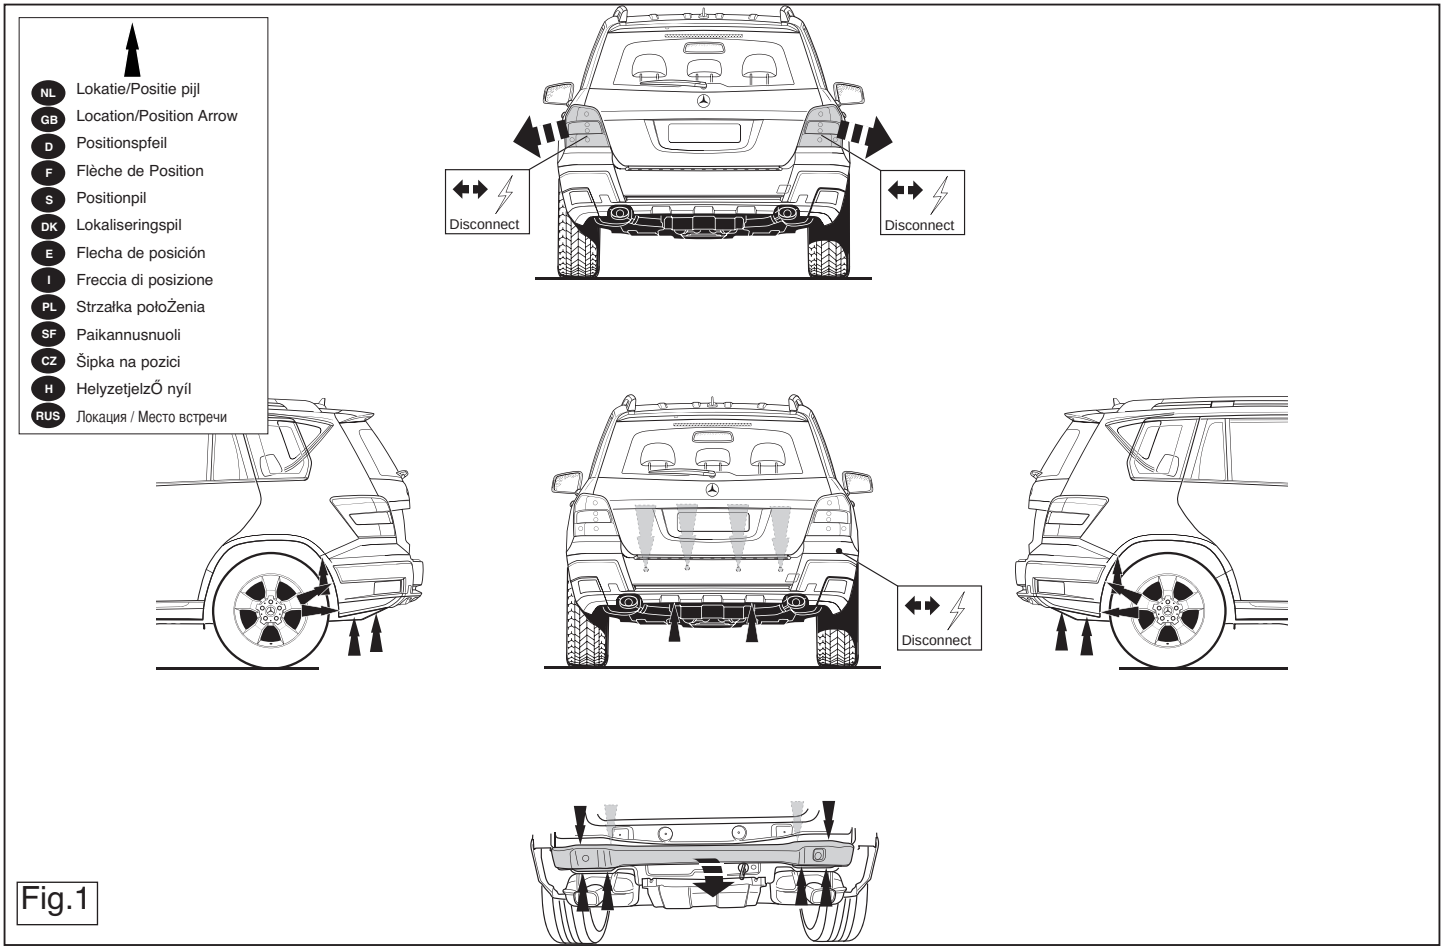

Fig.1
2. Снять бампер вместе со стальным буферным брусом автомобиля буферный брус больше не понадобится. См. рисунок 1.
13. Выпилить указанную часть из бампера при помощи шаблона. (Нанести шаблон на наружную сторону бампера.) См. рисунок 1.